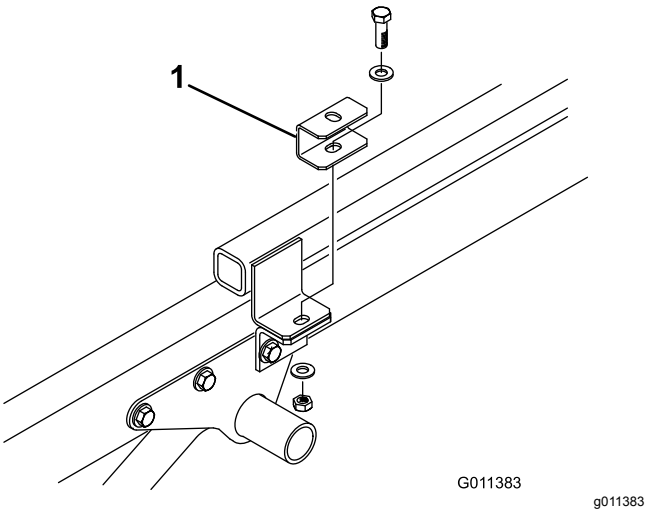

Figur 7
4. Fastgør en afstandsklods øverst på hver af trækrammens tapper med maskinskruen, de 2 flade spændeskiver og låsemøtrikken, som du fjernede tidligere (Figur 7).
5. Anbring maskinen på køretøjets stel, og ret hullerne i de bageste monteringsbeslag ind efter hullerne i hver side af stellet (Figur 7).